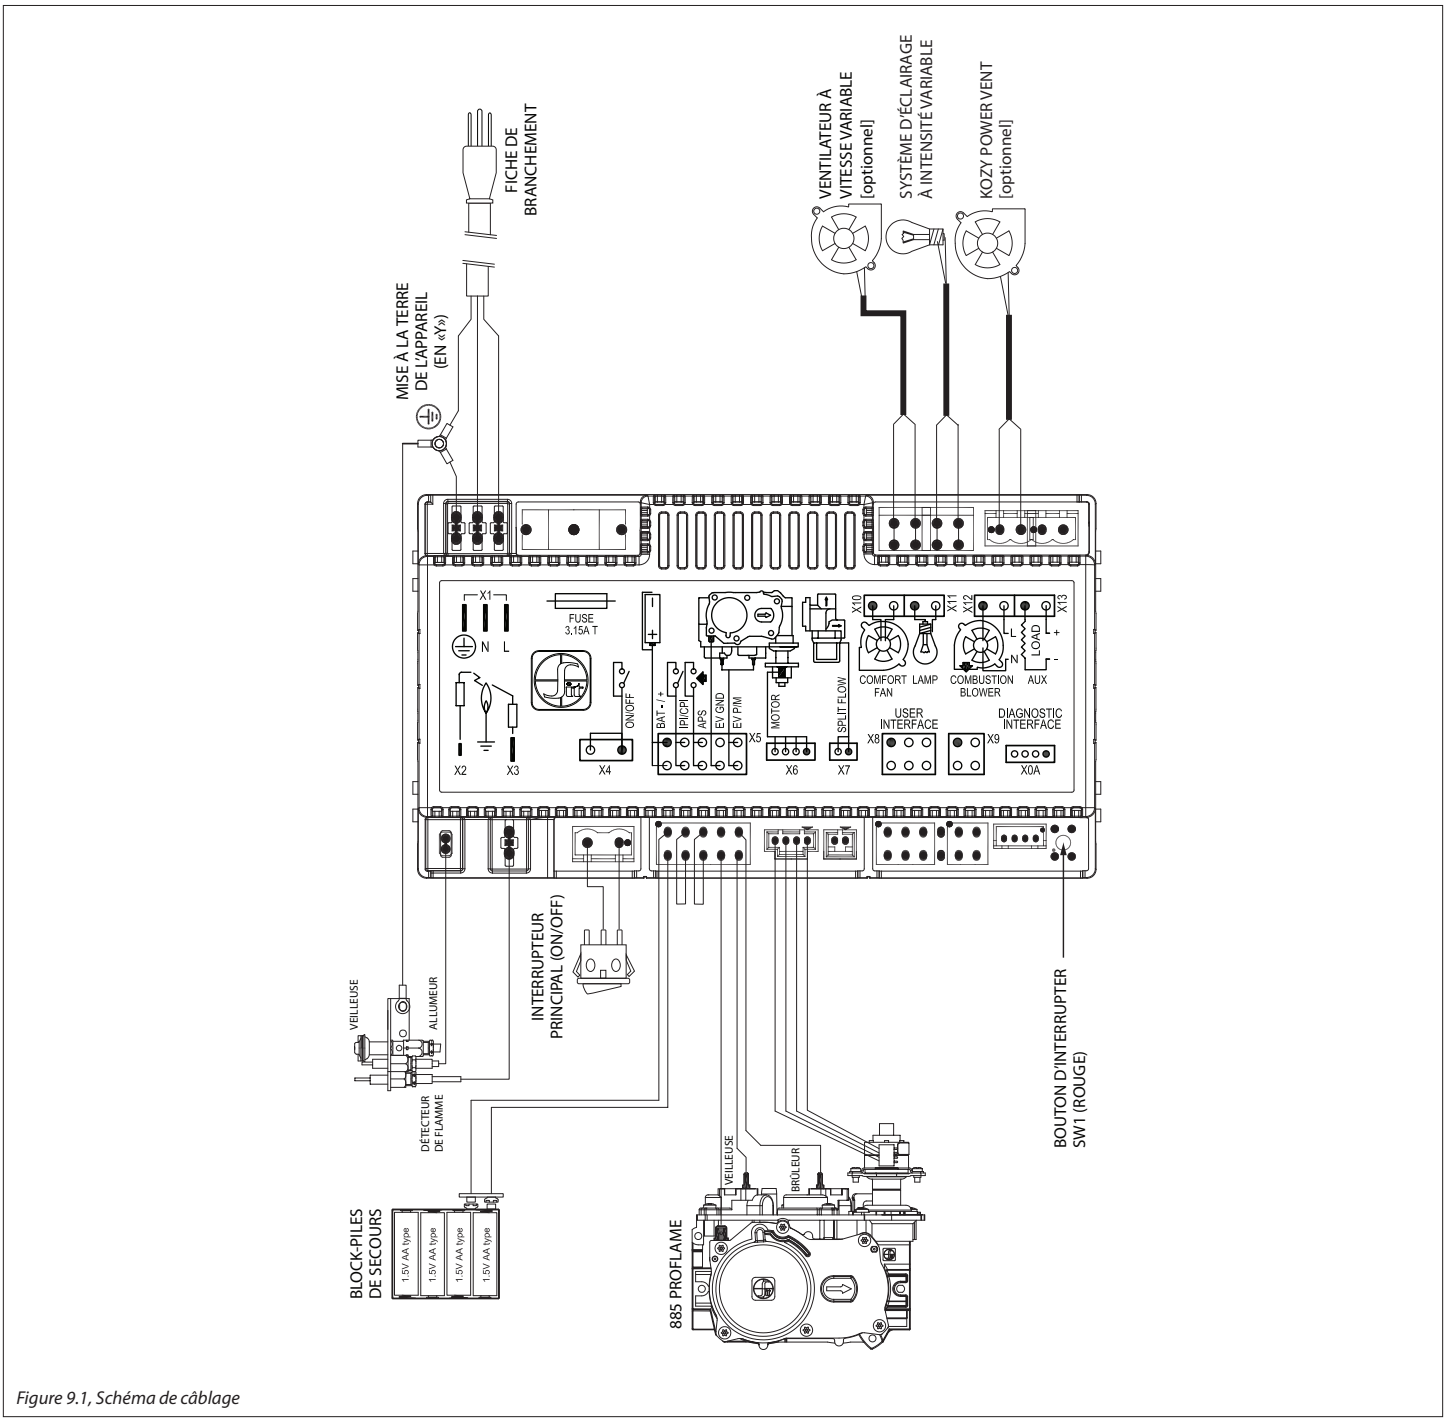

Figure 9.1, Schéma de câblage
9. Branchez le cordon électrique du ventilateur dans la prise de courant du module de contrôle IFC. Voir la Figure 9.1 à la page 60.